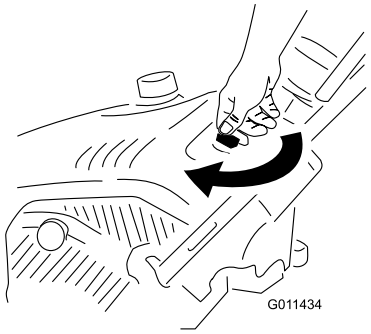

Рисунок 13
1. Поверните ключ зажигания по часовой стрелке в положение On (ВключеноРисунок 13).